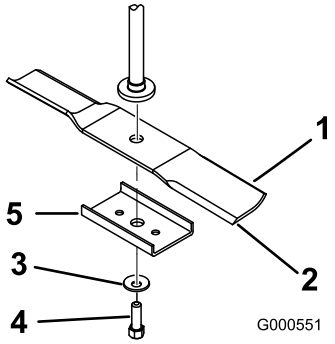

Figur 54
2. Fjern knivbolten, den buede skive, stiveren til kniven og kniven fra spindelakslen (Figur 54).
1. Monter skærekniven på spindelakslen (Figur 54).
2. Monter knivstiveren, den buede skive (den buede side mod kniven) samt knivbolten (Figur 54).